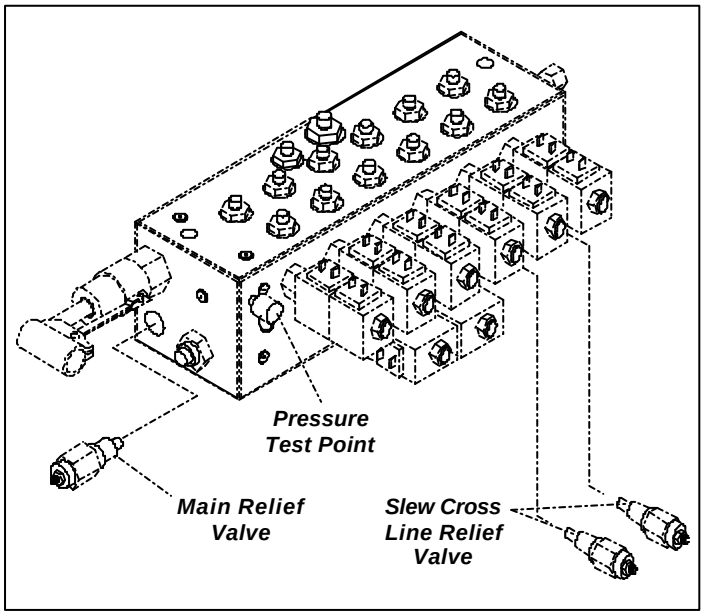

Figure 4-3: Manifold Block
4.5 Setting Hydraulic Pressures (Figure 4-3)
MAIN RELIEF VALVE *(Figure 4-3,4)*